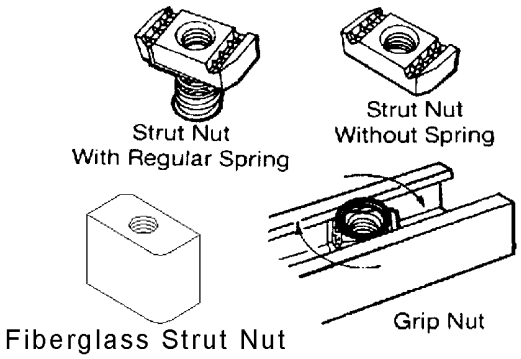

Figure 4.1A
4.2.1.1 Trapeze Type (See Figures 4.1A through 4.1G.)